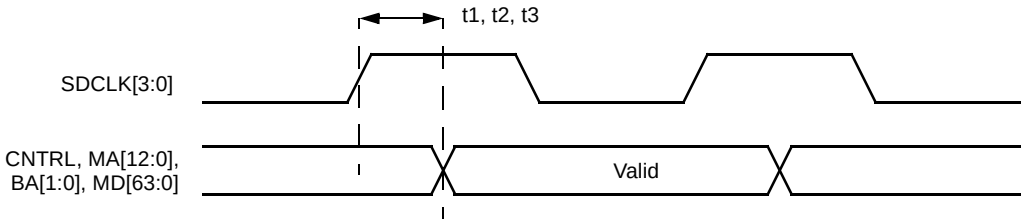

**Figure 6-9. Output Valid Timing**
**Table 6-17. SDRAM Interface Signals (Refer to Figures 6-9 and 6-10)**